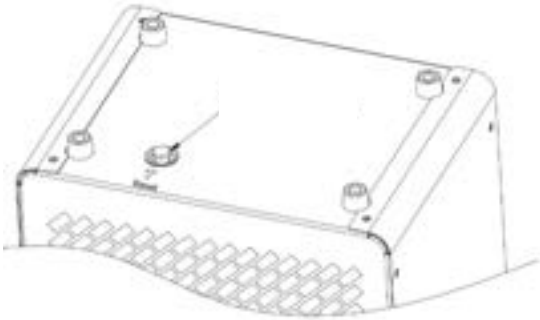

Рис. 3 Выключатель при перегреве без самовозврата:
2. По прошествии 5-10 минут, когда прибор остынет, нажмите на кнопку сброса - RESET (рис.3), вы услышите щелчок - термостат повторно включен;